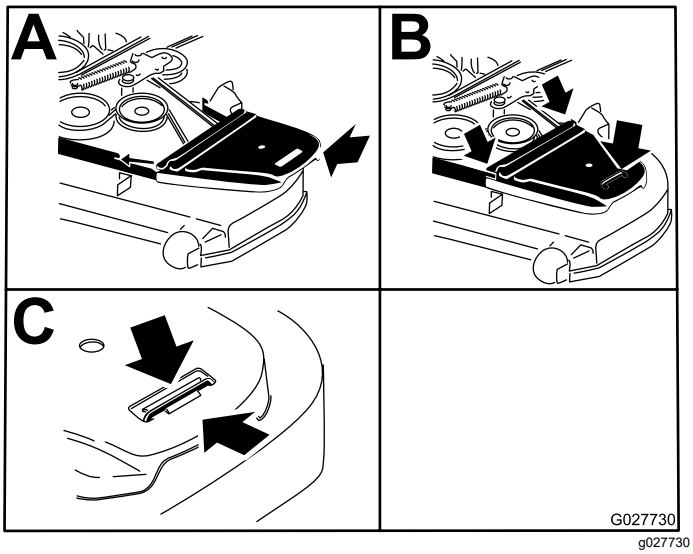

Figur 63
12. Monter remdekslene og boltene som er festet til dem (Figur 63).